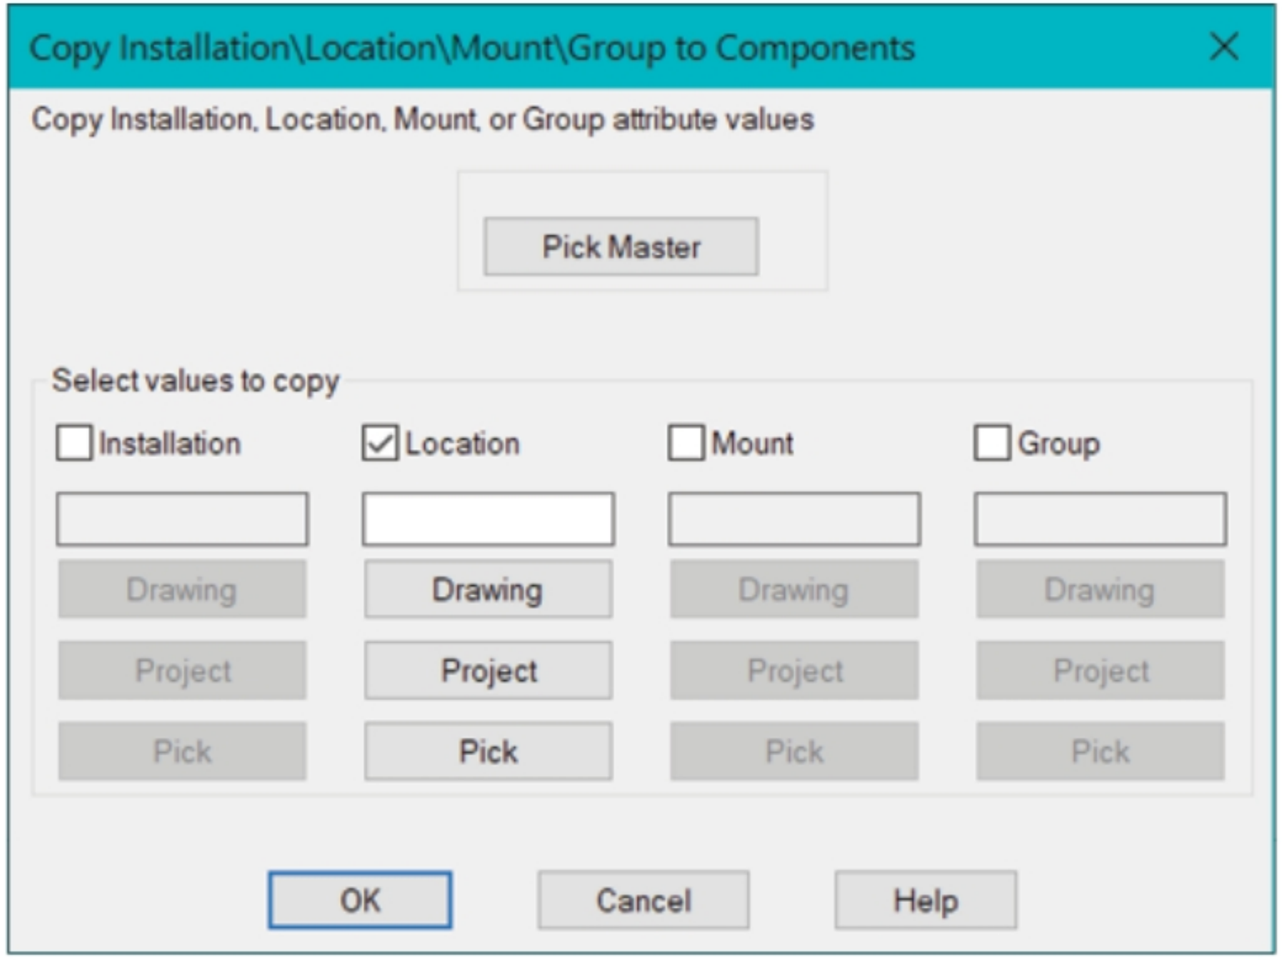

Figure-59. Copy Installation Location Mount Group to Components dialog box
- Click on the **Copy Location Code** tool from the **Copy Codes** drop-down. The **Copy Installation\Location\Mount\Group to Components** dialog box will be displayed; refer to Figure-59.